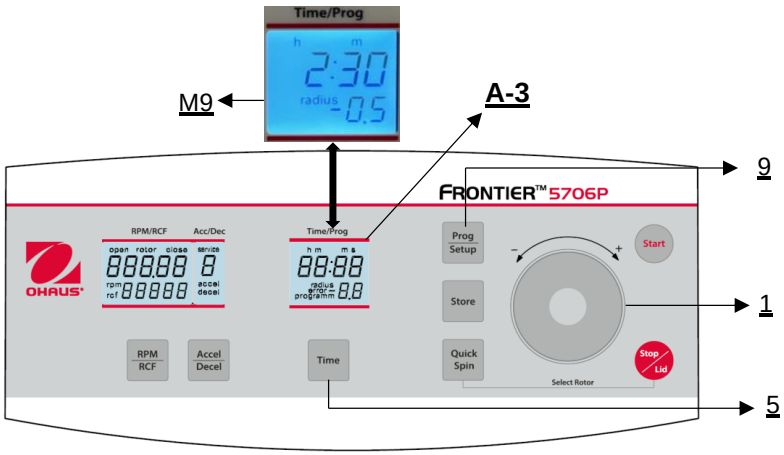

**Figure 20**
First, close the centrifuge lid, then press the key **"Time"** (5) and the key **"Prog/Setup"** (9) at the same time and hold them **(see Figure 20).**